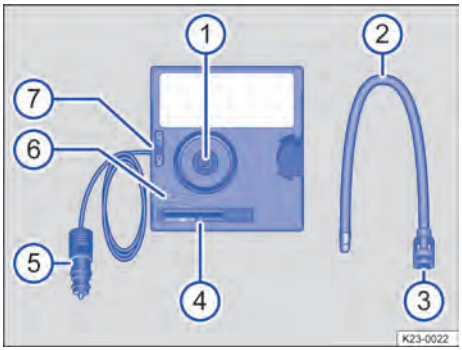
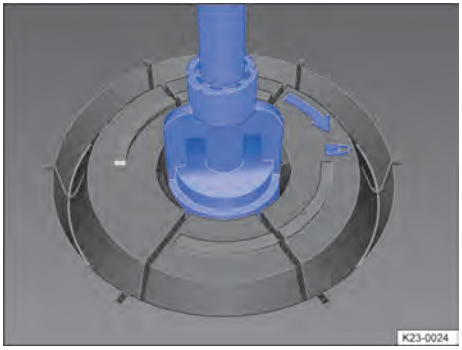
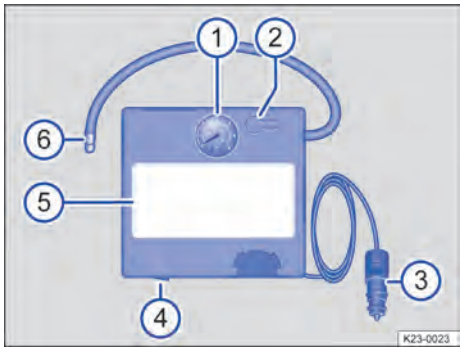

Fig. 241 Compresor del kit reparapinchazos (representación esquemática).
Fig. 242 Colocar el tubo de inflado de los neumáticos.
Fig. 243 Compresor del kit reparapinchazos (representación esquemática).
1. Retire el tubo de inflado de los neumáticos → Fig. 241 ② de la parte trasera del compresor.
2. Introduzca el tubo de inflado → Fig. 241 ② con la tuerca de mariposa ③ en su alojamiento ① de modo que la tuerca señale hacia ⌂.
3. Gire la tuerca de mariposa → Fig. 241 ③ en el sentido de las agujas del reloj hasta que señale hacia ⌂ → Fig. 242.
4. Enrosque fijamente el tubo de inflado → Fig. 241 ② del compresor en la válvula del neumático.
6. Acople el conector de 12 voltios → Fig. 241 ⑤ a una toma de corriente de 12 voltios del vehículo → Página 261.
7. Encienda el compresor con el conmutador de encendido y apagado → Fig. 241 ⑦.
1. Enrosque fijamente el tubo de inflado → Fig. 243 ⑥ del compresor en la válvula del neumático.
3. Acople el conector de 12 voltios → Fig. 243 ③ a una toma de corriente de 12 voltios del vehículo → Página 261.
4. Encienda el compresor con el conmutador de encendido y apagado → Fig. 243 ④.
2. Vuelva a acoplar el tubo de inflado → Fig. 241 ② o → Fig. 243 ⑥ y compruebe la presión del neumático en el indicador de la presión de los neumáticos → Fig. 241 ④ o → Fig. 243 ①.